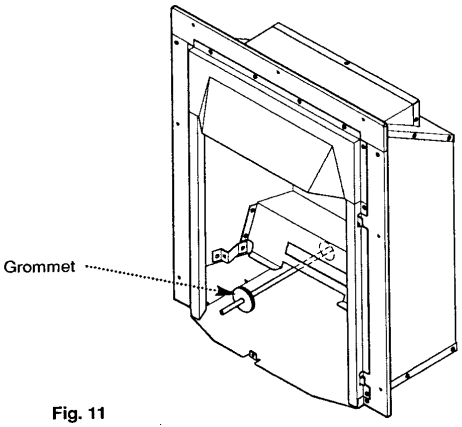

Fig. 11
3. When running the gas supply from the rear it is necessary to remove the grommet from the larger hole in the fire back panel. The grommet must be cut in order to accommodate the gas pipe and replaced as in Fig. 11.